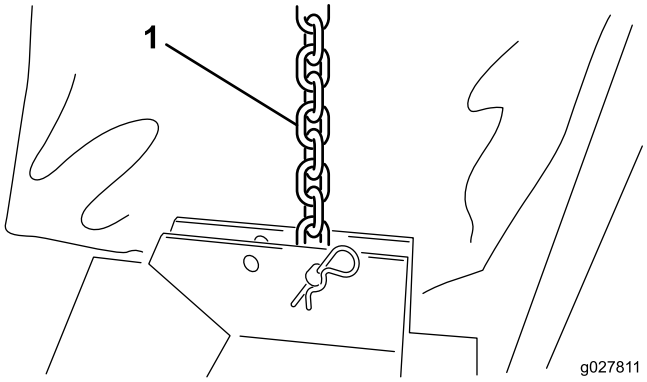

**Рисунок 3**
3. Прикрепите каждую подъемную цепь к соответствующему кронштейну деки с помощью штифта с отверстием и шпильки (Рисунок 3).